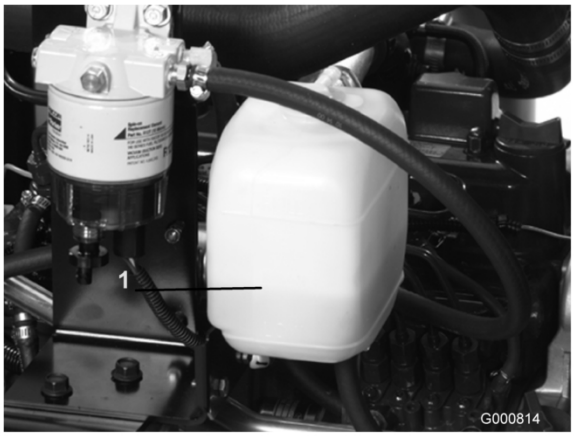

Figur 19
1. Afmonter forsigtigt kølerens dæksel og ekspansionsbeholderens dæksel (Figur 19).
2. Kontroller kølevæskestanden i køleren og ekspansionstanken (Figur 19).